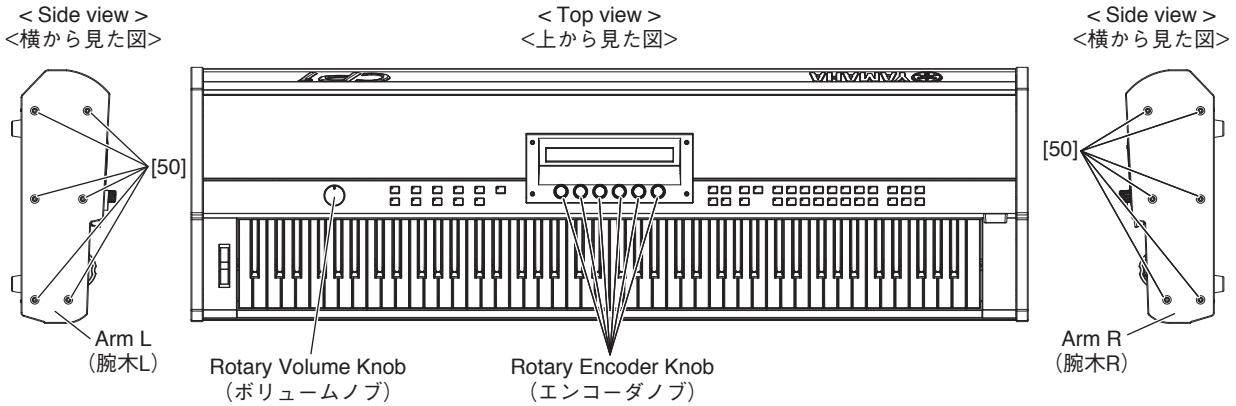

Fig.1（図 1）
1-1 Remove the six (6) hex socket bolts marked [50]. The arm can then be removed. (Fig.1)
1-1 [50] の六角穴付きボルト 6 本を外し、腕木を外します。（図 1）